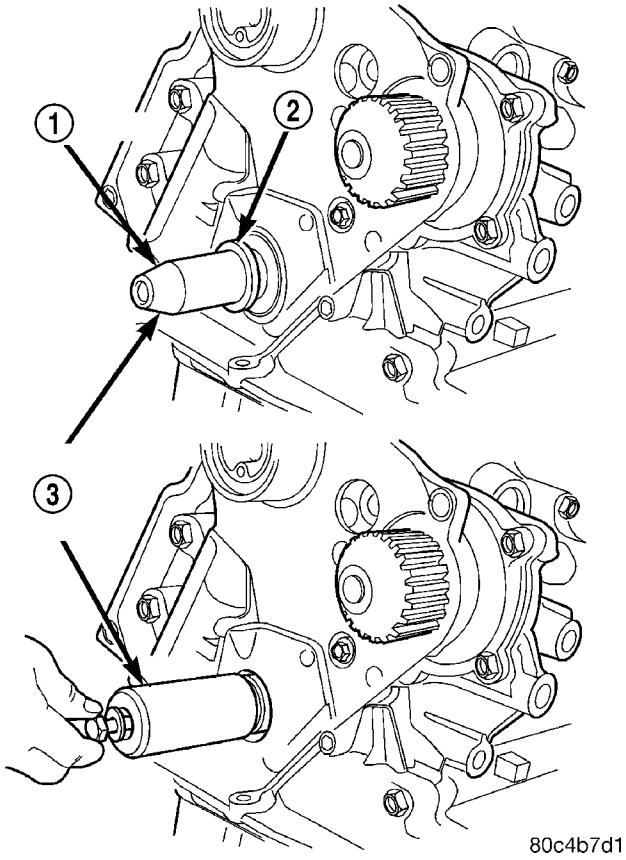

Fig. 54 Crankshaft Front Oil Seal - Installation
(1) Install new seal by using Special Tool 6780 (Fig. 54).
(2) Place seal into opening with seal spring towards the inside of engine. Install seal until flush with cover.